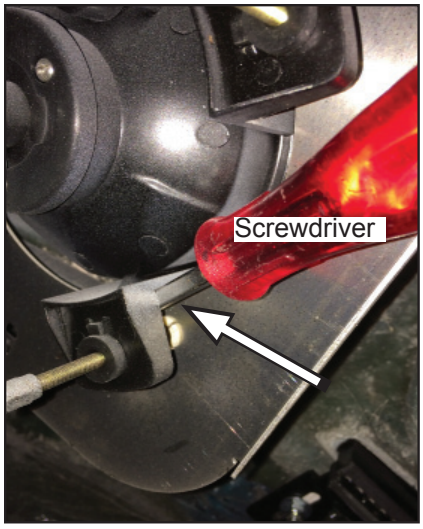
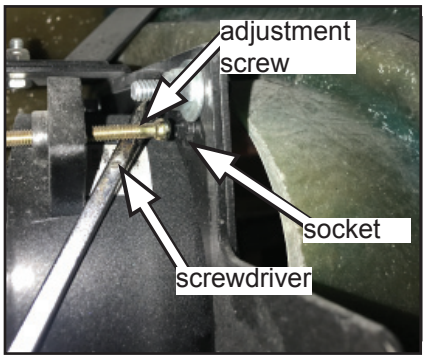

Figure 5
Figure 6
7. Working from the inside of the front cap, pry the headlamp housing from the bracket by using a flat head screwdriver inserted between the metal bracket and the three plastic socket connectors that retain the headlight adjustment screws. See Figure 5. Apply steady and firm pressure and the screws will pop out of the plastic sockets. See Figure 6.